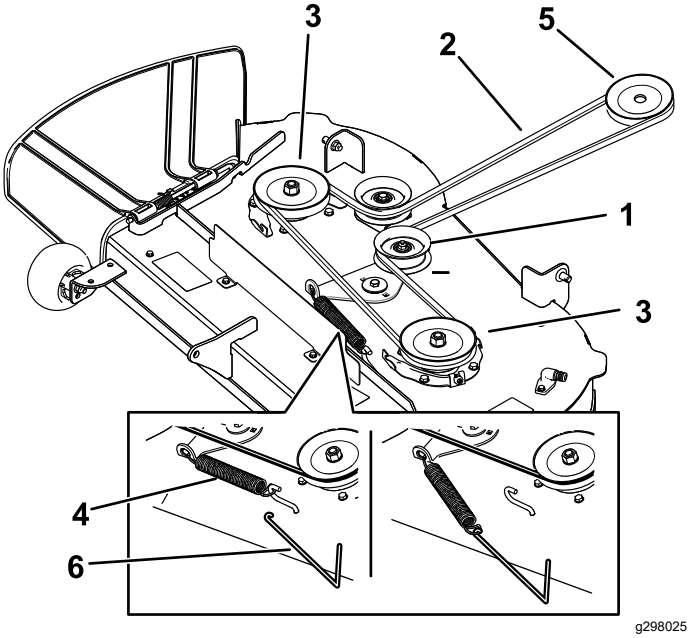
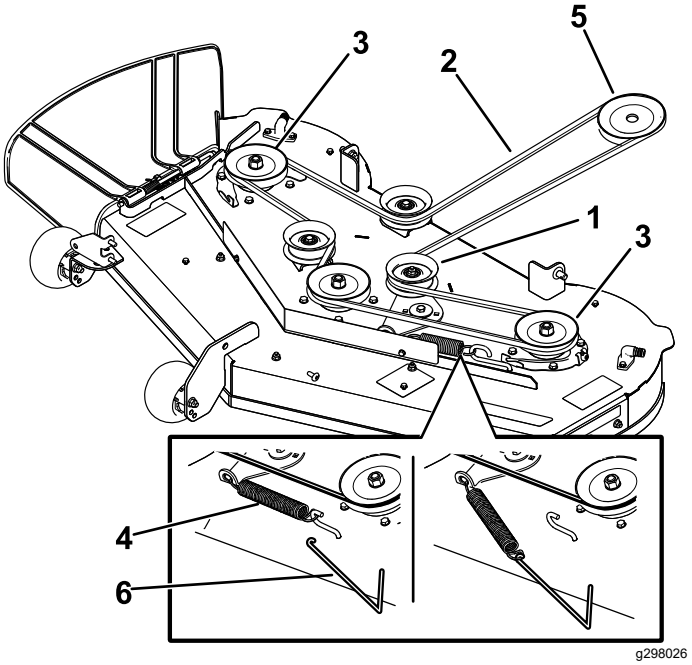

**Figure 54**
**Figure 55**
6. Using a spring-removal tool (Toro Part No. 92-5771), remove the idler spring from the deck hook to remove tension on the idler pulley, and roll the belt off the pulleys (Figure 54 or Figure 55).
7. Route the new belt around the engine pulley and mower pulleys (Figure 54 or Figure 55).
8. Using a spring-removal tool (Toro Part No. 92-5771), install the idler spring over the deck hook and place tension on the idler pulley and the mower belt (Figure 54 or Figure 55).